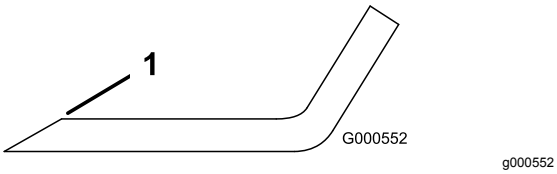

**Figure 67**
1. Au moyen d'une lime, aiguisez les tranchants à chaque bout de la lame (Figure 67).
**Remarque:** Si la lame est déséquilibrée, limez un peu l'extrémité de l'ailette seulement (Figure 67).